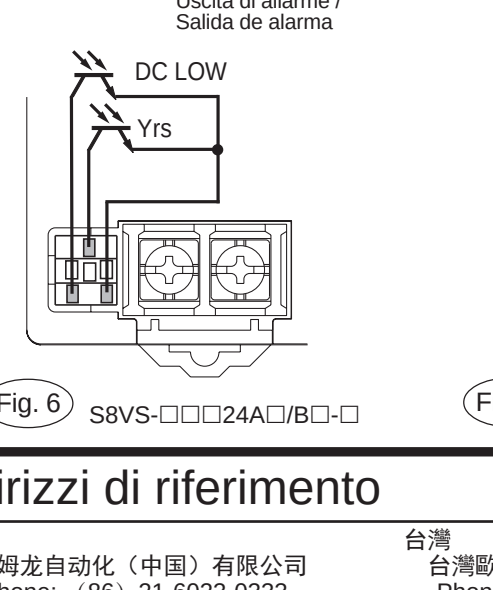
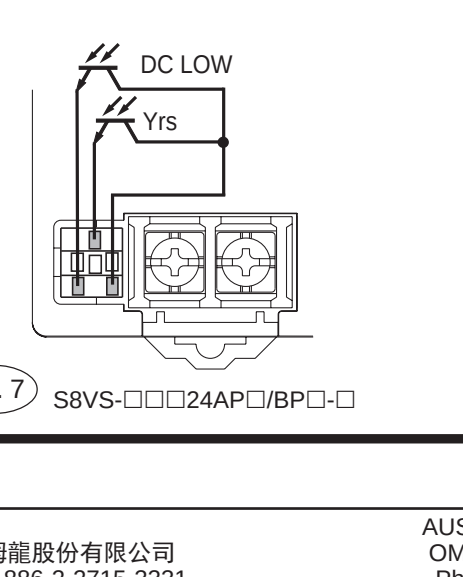

Fig. 6 S8VS-□□□24A□/B□-□
Fig. 7 S8VS-□□□24AP□/BP□-□
■ Salida de alarma (Fig.6) (Fig.7)